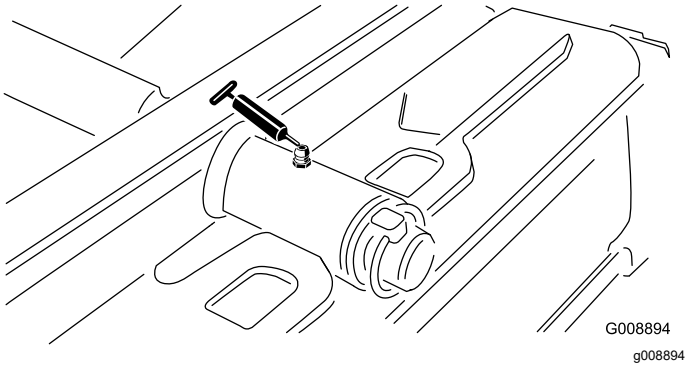

Rysunek 60
- Oś tylnego zespołu tnącego (Rysunek 60)